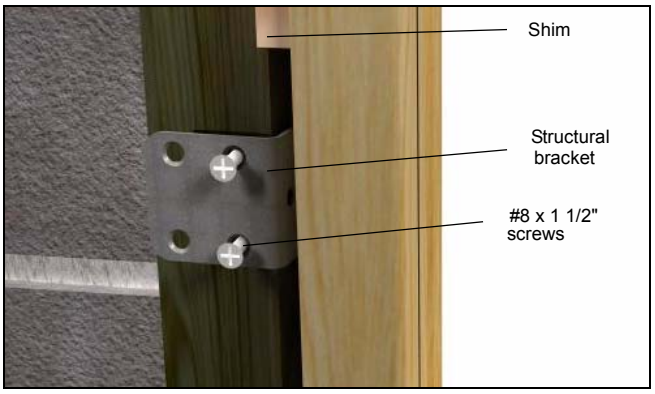

Figure 7
2. Wrap brackets around the framing/buck/opening, fasten with two #8 x 1 1/2″ screws. Angle the screws approximately 15° away from the window. Always shim above or behind installation brackets. See figure 7.